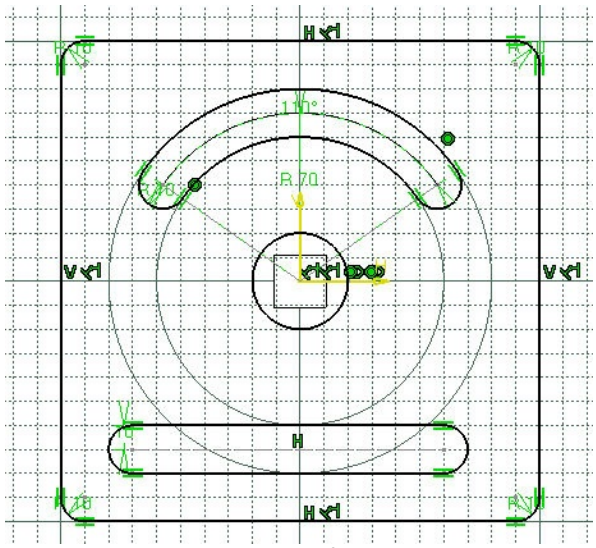

Figure 3-58 *The final sketch*
13. Now, press the TAB key five times and enter the value **10** in the **Radius** edit box. Next, press the ENTER key; the final sketch is created, as shown in Figure 3-58.